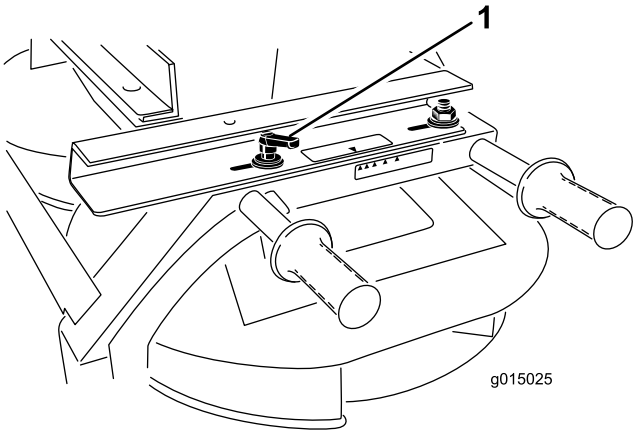

Figur 44
1. Løsn håndtaget på hver side af den dobbelte spinder (Figur 44).